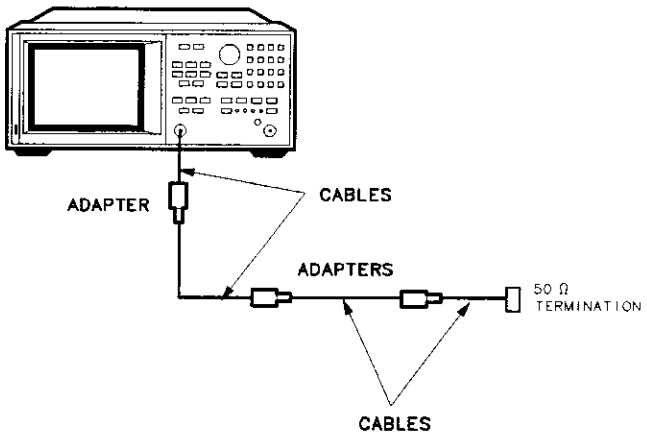

Figure 2-49. Device Connections for Reflection Time Domain Example Measurement
3. Connect your device under test as shown in Figure 2-49.